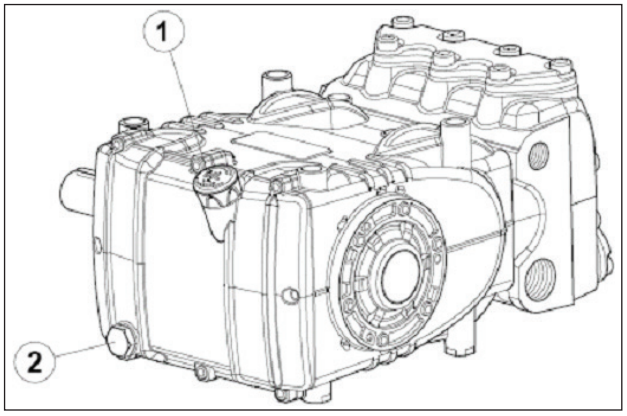

Fig. 3
Desde la varilla de nivel de aceite pos. ①, Fig. 3.
El control correcto del nivel de aceite se realiza con la bomba a temperatura ambiente, el cambio de aceite va realizado con la bomba a temperatura de funcionamiento retirando: la varilla de nivel de aceite pos. ①, y, a continuación, el tapón pos. ②, Fig. 3.